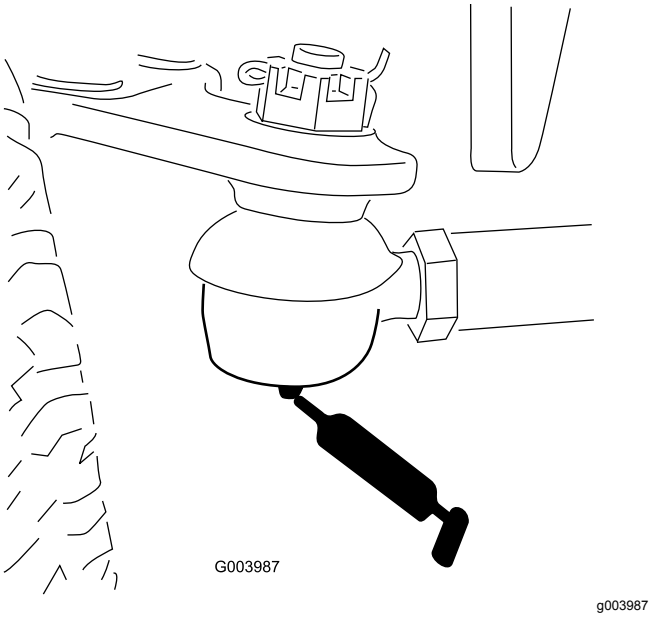

**Figur 48**
- Bakakselens parallellstag (2) (Figur 48)